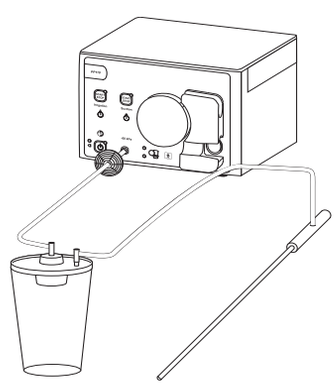

Fig. 5-16 Raccordement du dispositif et le système d'aspiration avec l’instrument d'aspiration/d'injection
1. Raccorder le dispositif et le collecteur d’aspiration par une tubulure à vide avec un filtre hygiénique. Le lot de tubulures à vide avec le filtre hygiénique peut rester raccordé un maximum de 30 jours (Fig. 5-16 "Raccordement du dispositif et le système d'aspiration avec l’instrument d'aspiration/d'injection").
2. Raccordez le collecteur d’aspiration avec l’instrument (par une tubulure d'aspiration Fig. 5-16 "Raccordement du dispositif et le système d'aspiration avec l’instrument d'aspiration/d'injection").